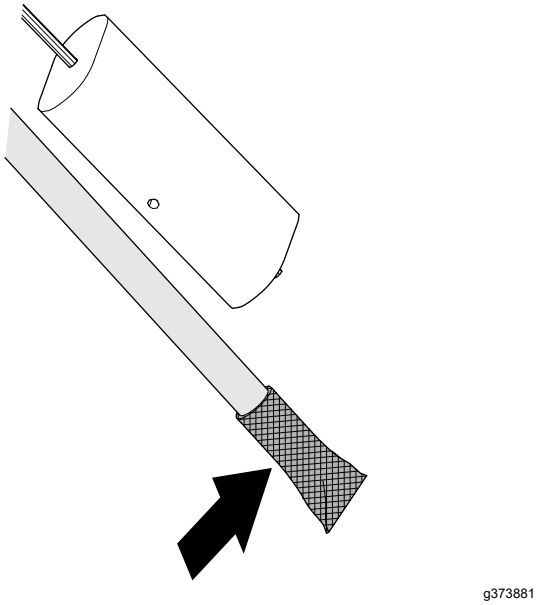

Figur 91
1. Rengør filteret for enden af brændstofsugeslangen (Figur 91).